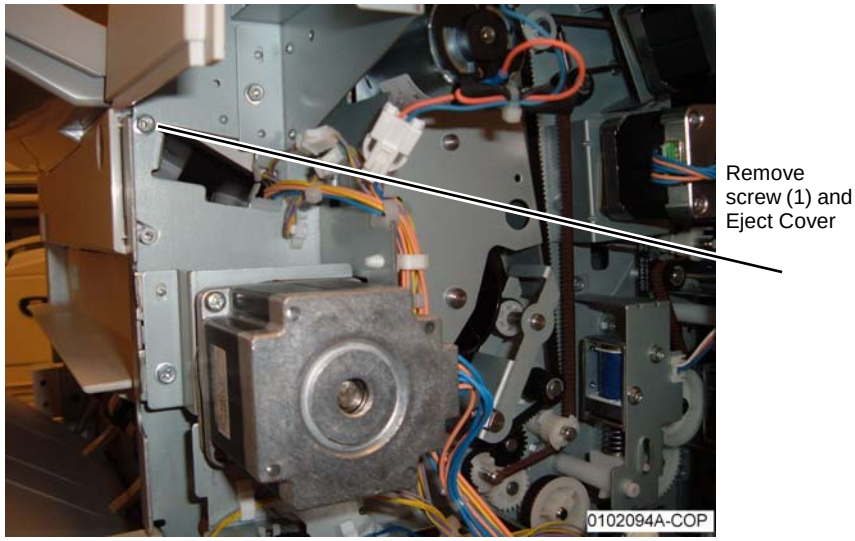

Figure 2 Removing the Eject Cover
6. Remove the Eject Cover (Figure 2).